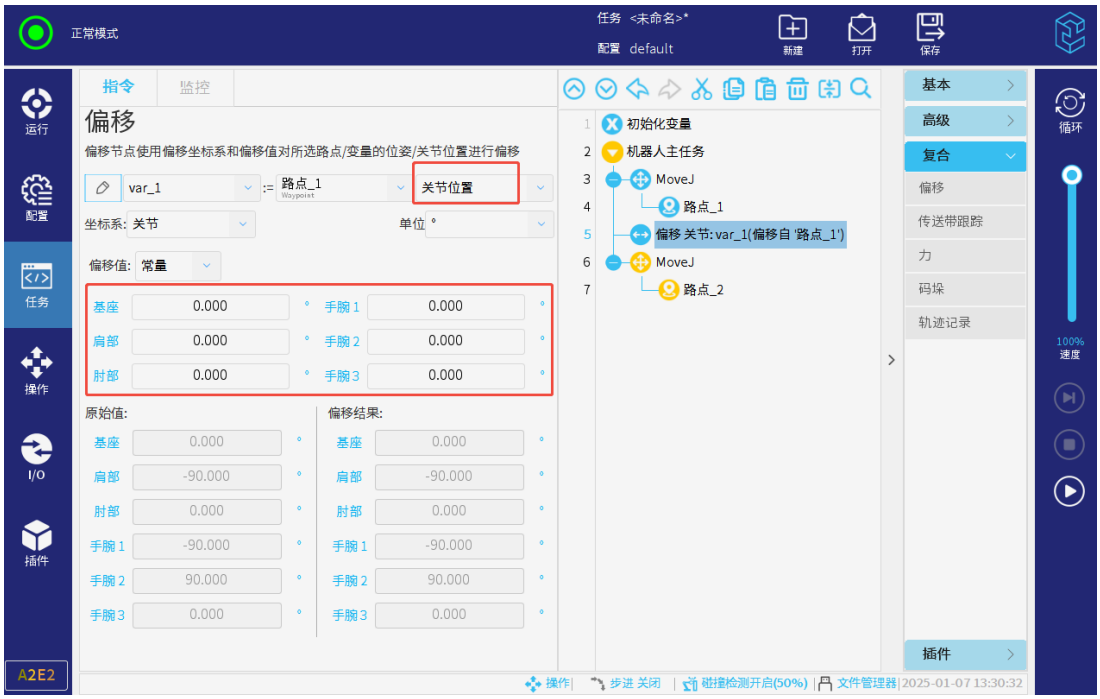

图 3-135: 关节角偏移
- 关节角偏移模式（见图 3-135）下，同单位的原始数据与偏移值直接相加即可得到新的关节角数据。